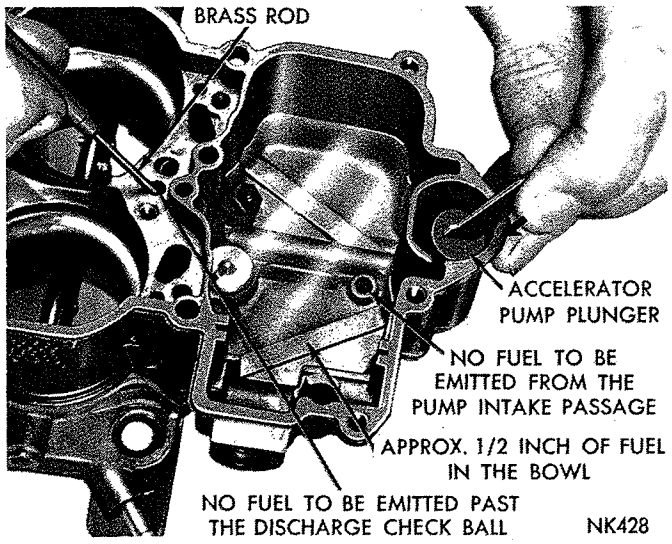

*Fig. 14—Testing Accelerator Pump Discharge and Inlet Check Balls*
(1) Pour clean gasoline into carburetor bowl approximately ½ inch deep. Remove accelerator pump plunger from jar of gasoline and slide down in its well. Raise plunger and press lightly in plunger shaft to expel air from pump passage.
(2) Using a small clean brass rod, hold discharge check ball firmly down on its seat. Raise pump plunger and press downward. No fuel should be emitted from either intake or discharge passage, as shown in (Fig. 14).
(3) If any fuel does emit from either intake or discharge passages, it indicates presence of dirt or an imperfect seat. The passage should be recleaned and then thorougly blown out with compressed air. Examine ball seat for signs of damage that would not allow check ball to seat properly.
(4) Reinstall check ball and test again. If still leaking, place a piece of drill rod down on the check ball and rap sharply with a hammer. Remove old check ball and install a new one. Then retest. (This operation forms a new ball seat in carburetor casting.)